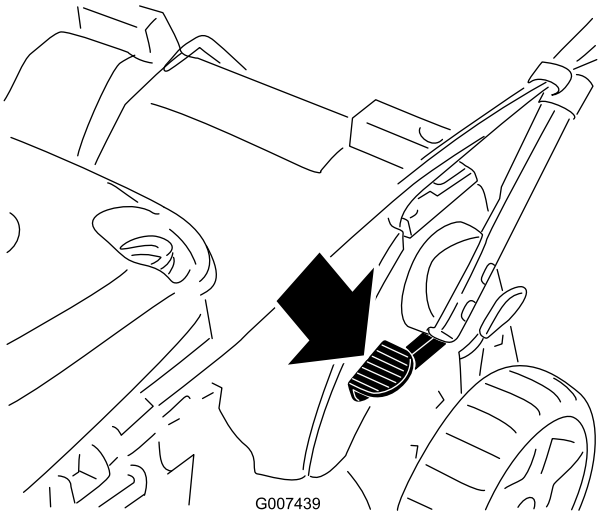

Figur 49
1. Trå på fotpedalen og hold den nede (Figur 49).